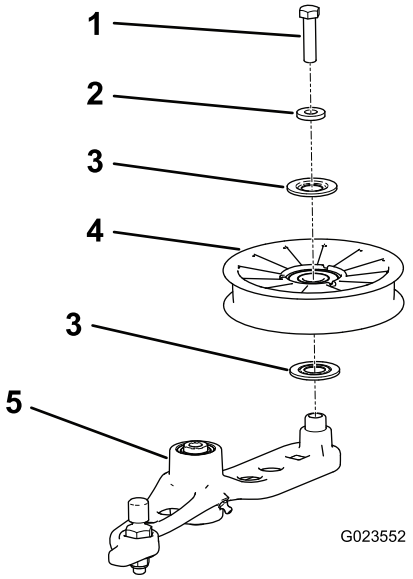

Figur 59
6. Fjern bolten som fester den gamle spennremskiven til spennarmen og monter en ny remskive (Figur 59).